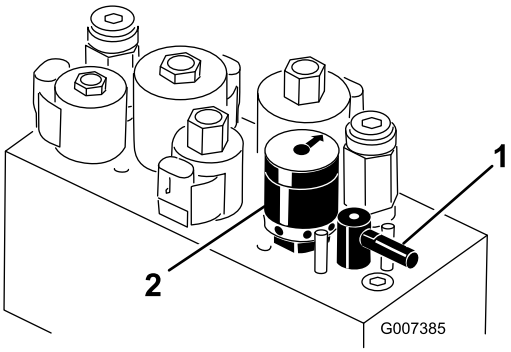

Figuur 28
4. Om het toerental in te stellen, draait u aan de knop (Figuur 28) tot de wijzer de gewenste instelling aangeeft.